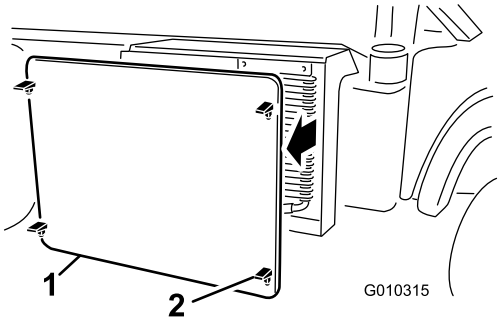

Figur 31
3. Løsn og fjern kølergitteret foran på køleren (Figur 31).